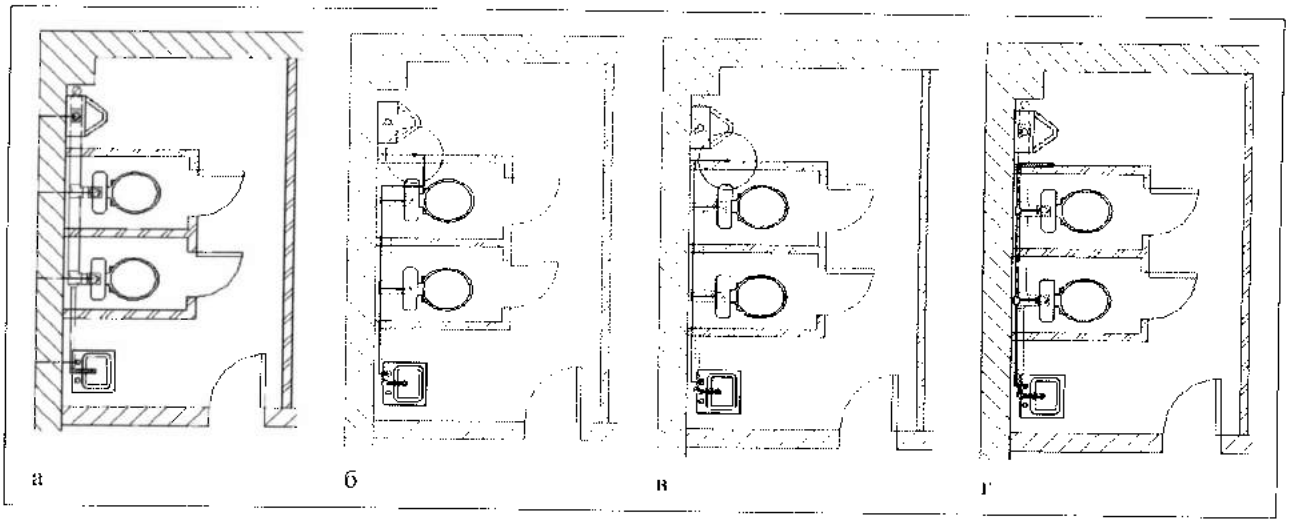

Рис. 40.35. *Создание системы холодной воды Domestic Cold Water 1*
13. Создать систему холодной воды (рис. 40.35).